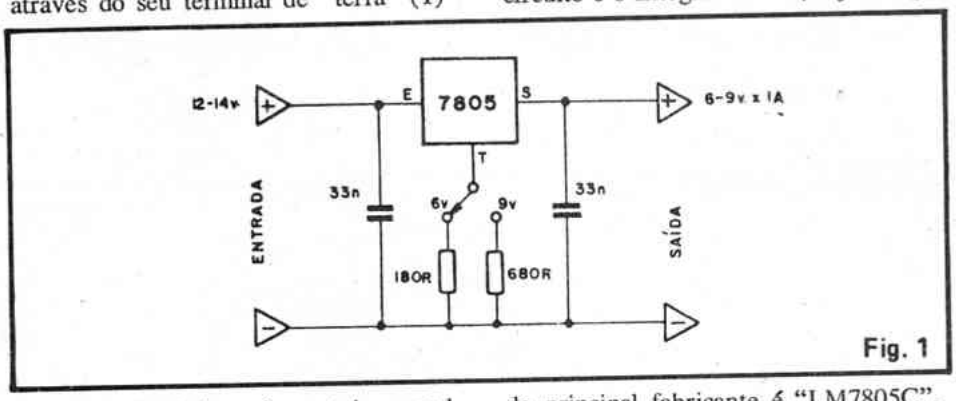
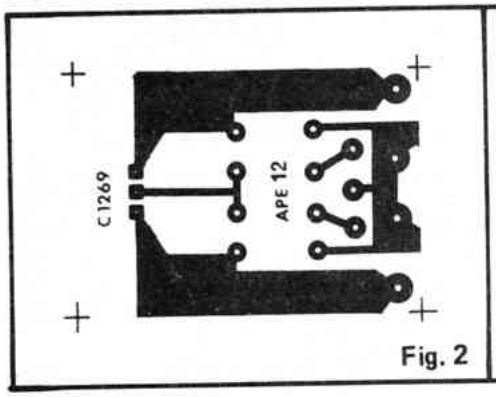

Fig. 1
Fig. 2
O "esquema" do C1269 está na fig. 1, enfatizando claramente a enorme simplicidade do arranjo, baseado num único Integrado Regulador de Voltagem, da conhecida "família" 78XX, cicuitada de forma pouco convencional (pelo menos em relação ao que recomenda o fabricante, como básico...) através de um simples chaveamento que determina o nível de corrente fluindo através do seu terminal de "terra" (T) podemos determinar, à vontade, a real tensão de saída do regulador, e em níveis **superiores** ao nominal! No caso, um regulador 7805 (nominalmente com saída regulada de 5V) oferece as saídas (dependendo do resistor determinador da corrente no seu terminal T) de 6 ou 9 volts, preservando, contudo, **todas** as demais características desejáveis do 78XX! A utilização de um 7805 foi determinada por alguns importantes fatores: primeiro, na "família", este é o Integrado de mais fácil aquisição, podendo ser encontrado na grande maioria dos bons fornecedores de componentes (não existe, na "família", um regulador específico para 9V e o 7806 freqüentemente "some" da praça...); segundo, pelo arranjo não usual adotado para o circuito, podemos obter apenas tensões **maiores** do que a nominal, assim, para chegar aos 6 e 9V desejados, tínhamos que partir de um Regulador para tensão **inferior** a estas!..
Observado o esquema (fig. 1) e reconhecidos os componentes, podemos passar à montagem, inicialmente verificando na fig. 2 o **lay-out** (em tamanho natural, para facilitar a eventual cópia) do padrão cobreado do Circuito Impresso específico. A confecção da placa, para quem possuir o material necessário, e já tiver alguma prática, é muito fácil, devendo o hobbysta apenas observar com cuidado, ao final, se não ocorreram falhas ou "curtos", corrigindo tais defeitos **antes** de iniciar as soldagens. No caso da aquisição do C1269 na forma de KIT, essa parte relativamente "chata" da montagem já vem pronta, com a plaquinha devidamente perfurada, envernizada e com o lado dos componentes perfeitamente demarcado quanto às posições, códigos e valores dos componentes, facilitando muito a montagem (principalmente para os novatos...).